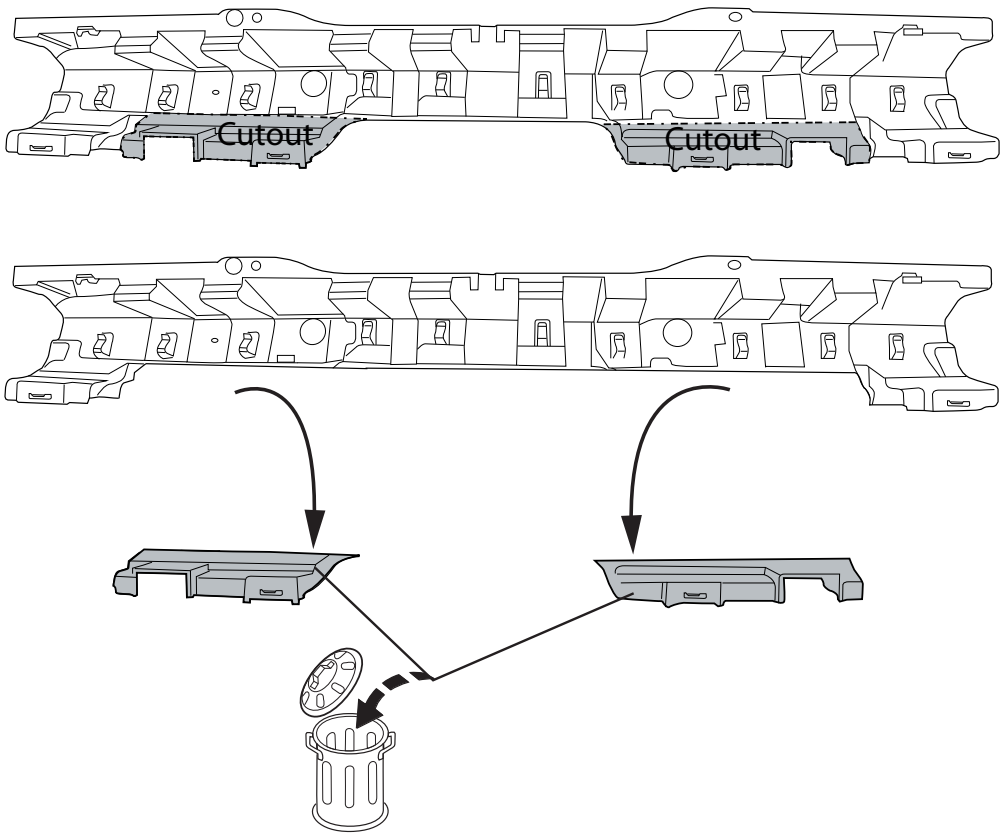

Fig.2
4. Для автомобилей Vito: Вырезать указанные части из внутренней арматуры бампера, как указано на рис. 2.